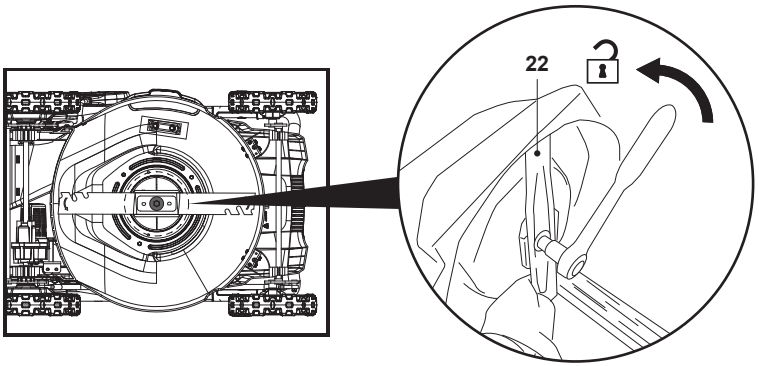

Rys. 22
UWAGA: Jeśli zamiast elektrycznego klucza udarowego używany jest klucz ręczny lub klucz płaski, należy zablokować ostrze (24), aby nie obracało się podczas odkręcania śruby. Mocno uchwycić ostrze dłońmi w wytrzymałych rękawicach. W razie potrzeby użyć sporego kawałka drewna do zablokowania obrotu ostrza (rys. 22).